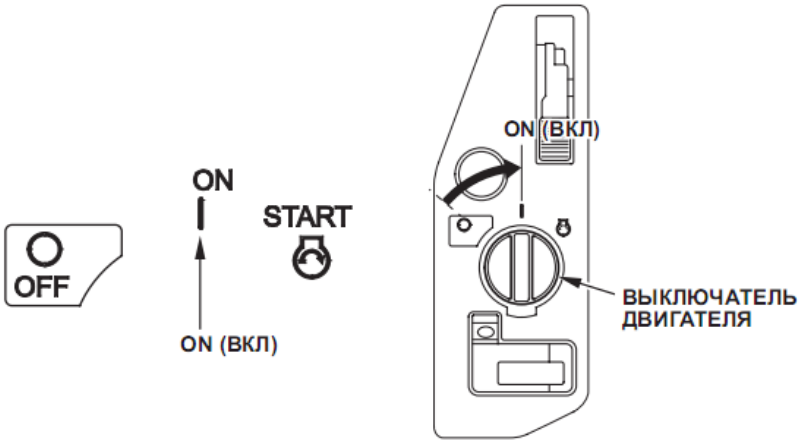

Рис. 13
4. Переведите выключатель двигателя в положение ON (рис. 13)